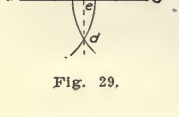

Fig. 29.
11. To Bisect a Straight Line.—With one end of the line **ab** in Fig. 29 as a center and any radius greater than one-half the length of the line, draw an indefinite arc. Using the same radius, but with the other end of the line **ab**, as a center, draw another arc, intersecting the first arc at **c** and **d**. Join **c** and **d** by a straight line. Line **cd** bisects line **ab** at **e**, which is the point required. In mechanical drawing, this is the common method of bisecting a line.